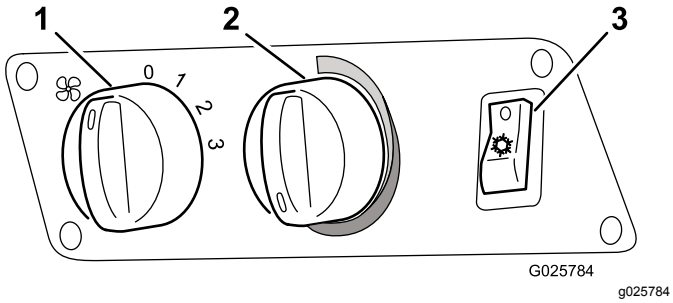

**Figura 6**
2. Ligue o interruptor da ventoinha (Figura 6).
3. Ligue o interruptor do ar condicionado (Figura 6).
4. Regule o controlador da temperatura (Figura 6) para o máximo de COLD (direção contrária à dos ponteiros do relógio).